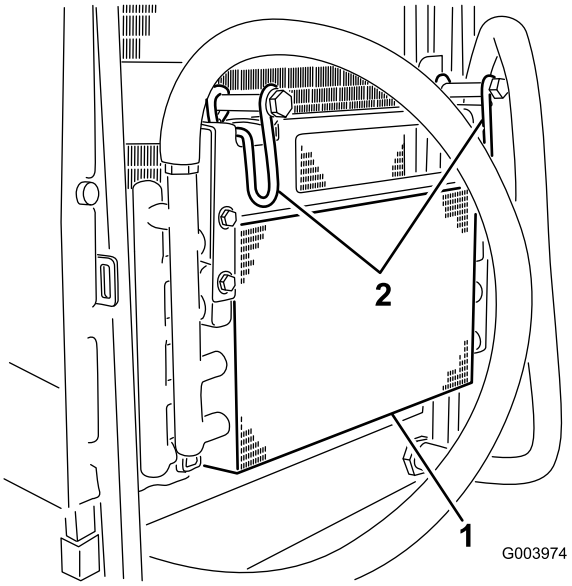

Figur 69
5. Vrid spärrhakarna inåt för att frigöra oljekylaren (Figur 69).